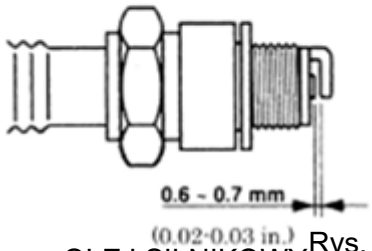

Rys. 15
3. Wyjąć świecę zapłonową, oczyścić ją i wyregulować odstęp elektrody do wartości 0,6–0,7 mm (Rys.15).